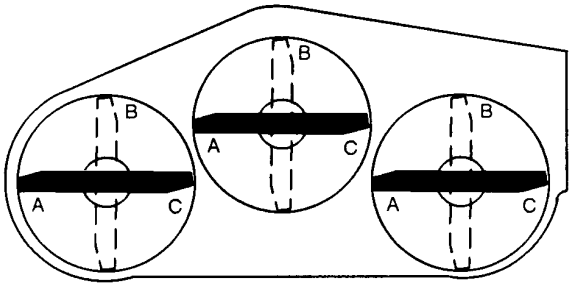
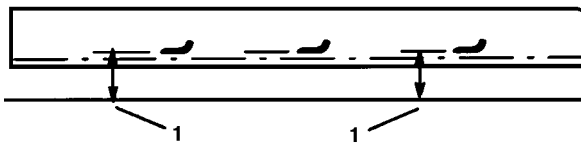

Bild 18
Bild 19
5. Alle drei Messerbalken in die “A”-Stellung (Bild 18) bringen und den Abstand von der ebenen Fläche bis zur Unterseite der Messerspitze an allen Messerbalken messen (Bild 19).
6. Den bei “A” gemessenen Abstand vermerken, die Messerbalken in die “B”-Stellung bringen (Bild 18), den Abstand zwischen allen Messerbalkenspitzen zur ebenen Fläche messen und dieses Maß vermerken (Bild 19).
7. Die Messerbalken in die “C”-Stellung drehen, das Maß wie oben nehmen und den gemessenen Abstand für jeden Messerbalken vermerken (Bild 18, 19).